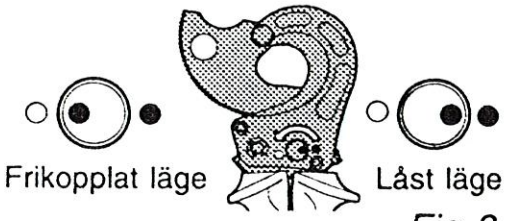

Fig 3.
1. Frikoppla handtaget genom att vrida spärrkammen ett halvt varv så att spärrkammens röda punkt står mot den gröna punkten på plattan (fig 3).